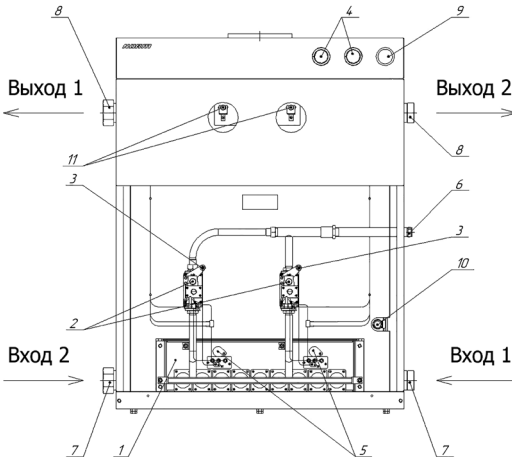

Рис. 1.2. Котёл «Норм-90/Norm-90; Норм-100/Norm-100» с автоматикой 820 Nova
* Подключение отопительной воды следует производить только диагонально согласно рис. 1.2.